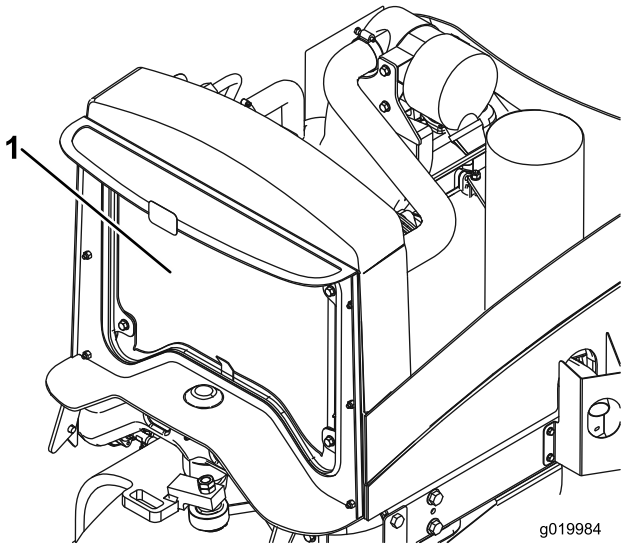

Figur 52
2. Rengör noga båda sidor av kylaren och oljekylaren med vatten eller tryckluft (Figur 52).